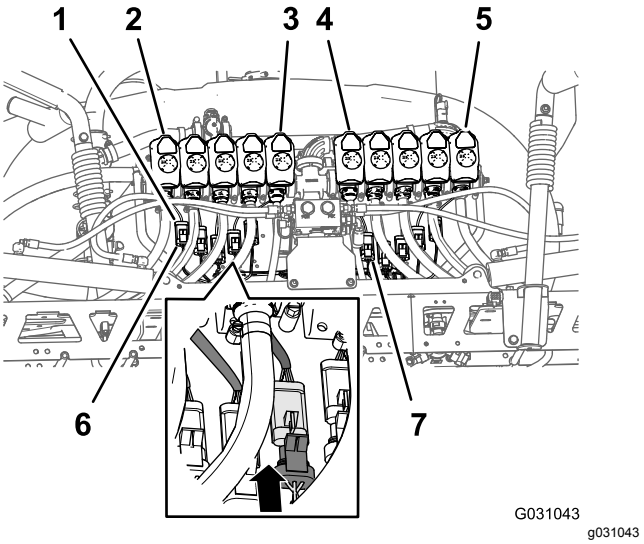

Figur 113
1. Dra kontakterna med tre uttag på den 218,4 cm långa kablagedelen som är märkta **Nozzle Valve 1** (munstycksventil 1) till **Nozzle Valve 5** (munstycksventil 5) bakom fästet för de tio ventilerna och under munstycksventil 1–5 (Figur 113).
2. Dra kontakterna med tre uttag på den 218,4 cm långa kablagedelen som är märkta **Nozzle Valve 6** (munstycksventil 6) till **Nozzle Valve 10** (munstycksventil 10) bakom fästet för de tio ventilerna och under munstycksventil 6–10 (Figur 113).
3. Anslut kontakten med tre uttag på det bakre kablage märkt **Nozzle 1** till kontakten med tre stift på kablaget för munstycksventil 1 (Figur 113).
4. Upprepa steg 3 för munstycksventilsläge 2 till 10 (Figur 113).